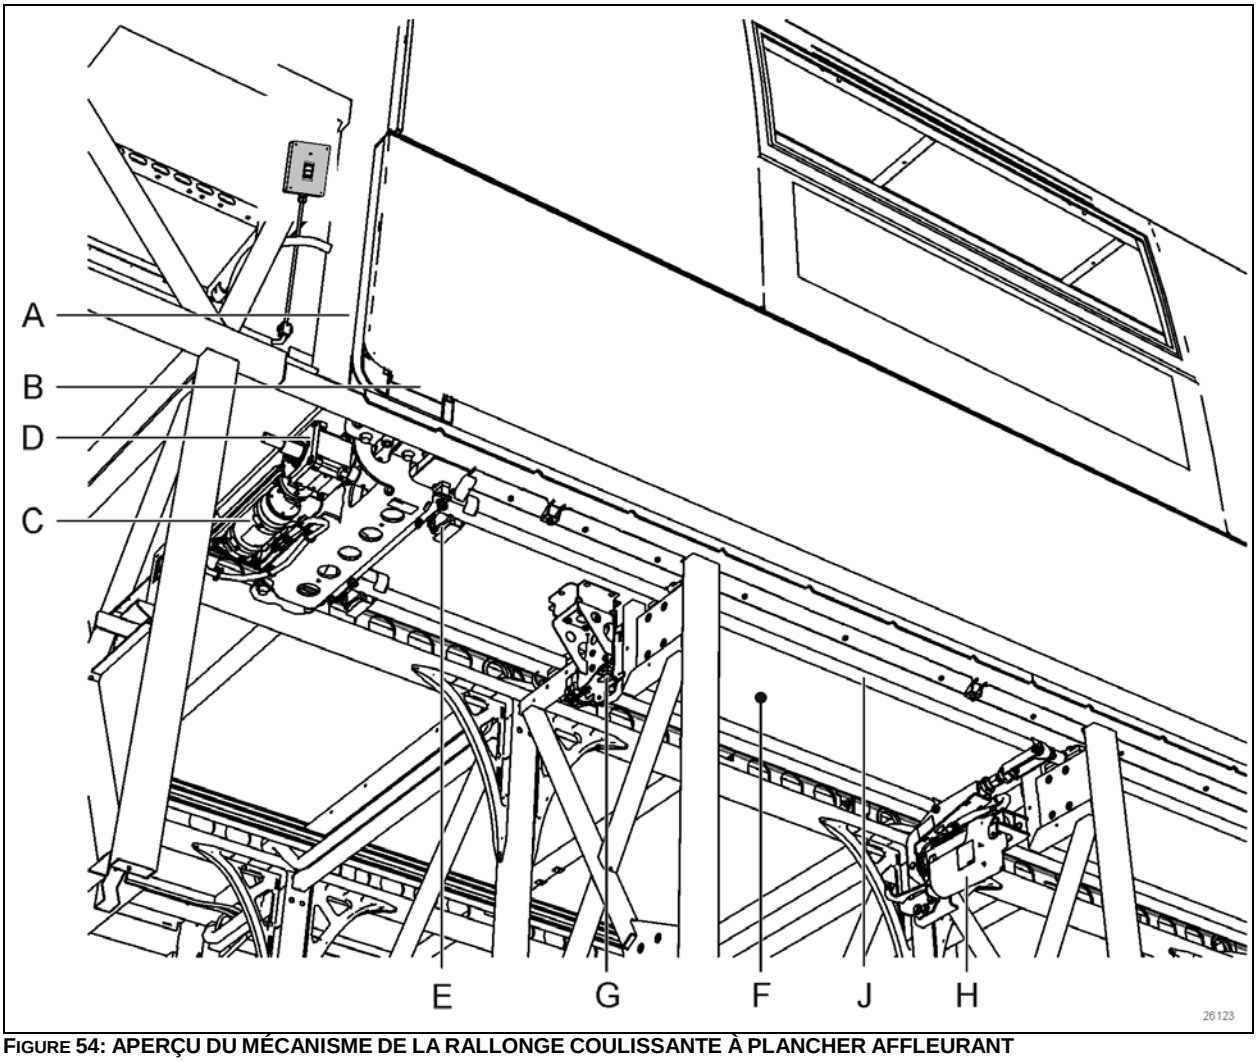
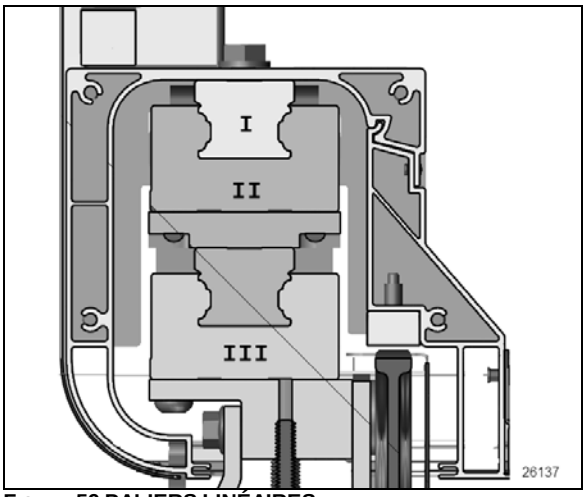

FIGURE 54: APERÇU DU MÉCANISME DE LA RALLONGE COULISSANTE À PLANCHER AFFLEURANT
FIGURE 59 PALIERS LINÉAIRES
Se référer de la Figure 54 à Figure 59 ci-dessus pour les descriptions qui suivent.
La rallonge coulissante est déplacée vers l'intérieur et l'extérieur sur une paire de paliers linéaires empilés (Figure 59, Items `I` and `III`). La puissance pour le déplacement provient de deux moteurs électriques synchronisés (C) orientés horizontalement sous chaque assemblage de palier linéaire. Le moteur entraîne un réducteur de vitesse à angle droit (D).
Les assemblages des paliers et des rails de la rallonge sont en pairs superposés (Figure 59). La structure de la rallonge coulissante est attachée au rail supérieur (**`I`**). Le palier supérieur est attaché au rail inférieur (**`II`**). Le palier inférieur est attaché à la structure du véhicule (**`II`**).